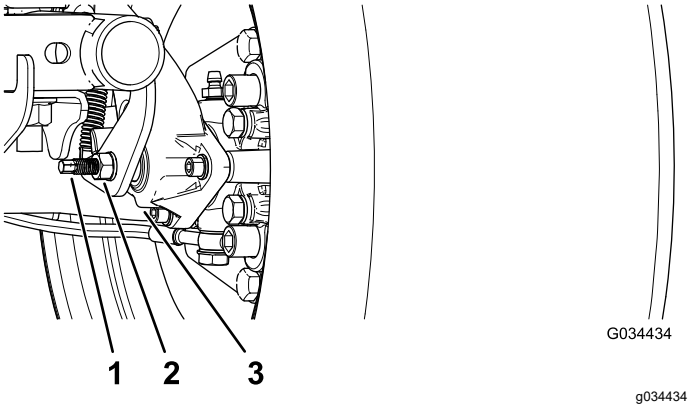

Figur 53
3. Bruk to skiftenøkler, og hold justeringsstangen på kaliperen på plass med én skiftenøkkel og løsne låsemutteren 1/4 omdreining med den andre skiftenøkkelen (Figur 53).
4. Mens du holder justeringsstangen og låsemutteren på plass, vrir du justeringsstangen innover for å stramme (Figur 53).
5. Mens du holder justeringsstangen og låsemutteren på plass, løsner du 1/4 omdreining (Figur 53).
6. Mens du holder justeringsstangen og låsemutteren på plass, strammer du låsemutteren (Figur 53).